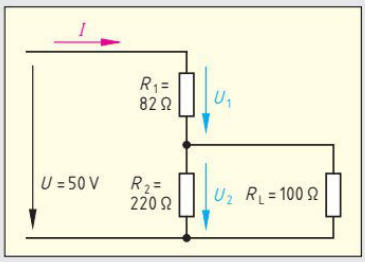

Bild 2: Spannungsteiler, belastet
2. Berechnen Sie für den belasteten Spannungsteiler **(Bild 2) a)** den Gesamtstrom I und **b)** die Teilspannungen U_1 und U_2.